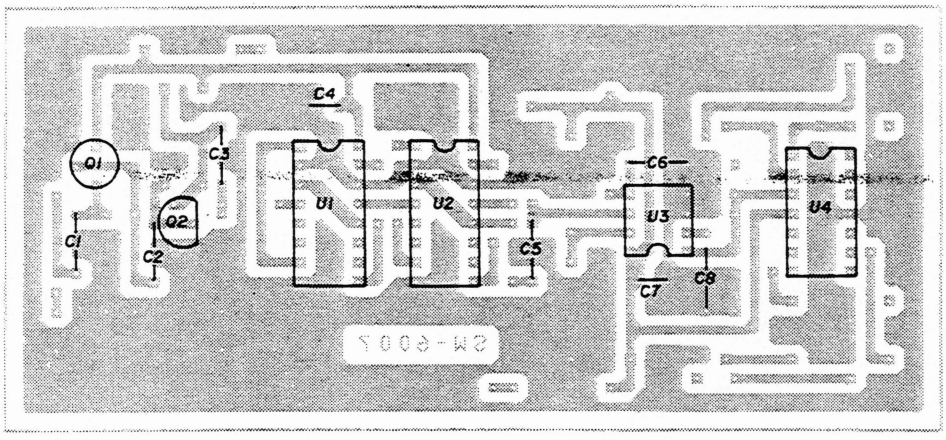

fig. 7. Transistors, capacitors and chips.
• Install two transistors and eight capacitors as indicated in **fig. 7.** For ease of installation, use sockets for the four chips. Insert them in the locations indicated. (Note the location of the number 1 pin.)